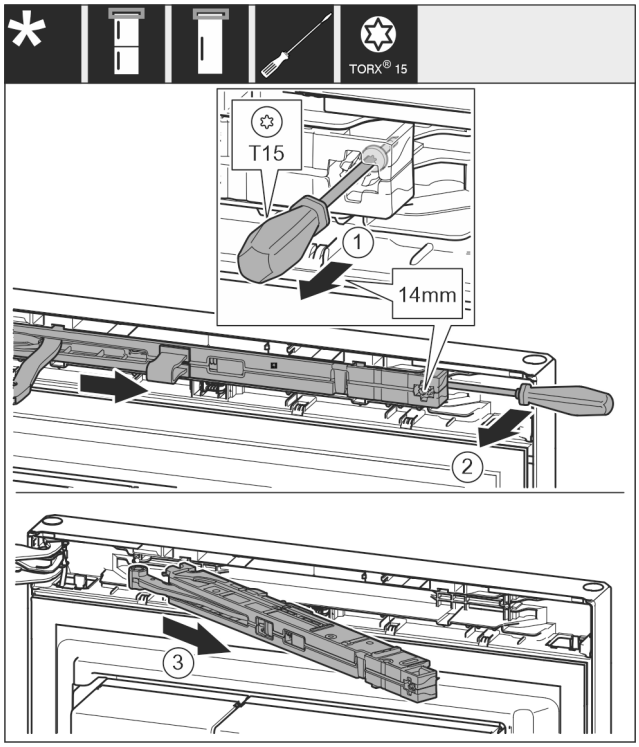

Fig. 11
▶ Schraube an Schließdämpfereinheit mit Schraubendreher T15 ca. 14 mm lösen. *Fig. 11 (1)*
▶ Mit einem Schraubendreher griffseitig hinter die Schließdämpfereinheit fahren und Einheit nach vorne drehen. *Fig. 11 (2)*
▶ Schließdämpfereinheit herausziehen. *Fig. 11 (3)*